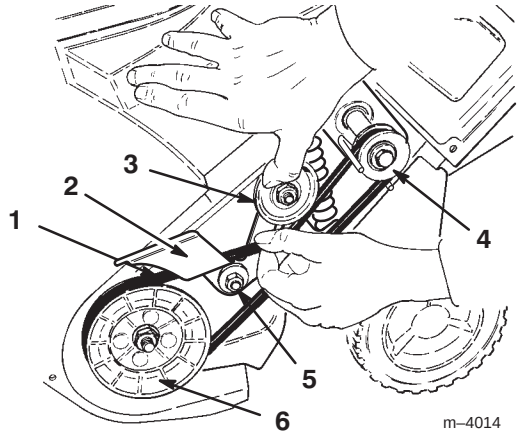

Figure 14
7. Loosen the idler pivot nut (Fig. 14).
8. Remove the old drive belt from the rotor pulley (Fig. 14).
9. Push down on the idler pulley to release the brake arm and pull the old drive belt out from behind the brake arm (Fig. 14).
10. Slide the old drive belt off the drive pulley (Fig. 14).
11. Loop the new drive belt around the drive pulley and behind the brake arm (Fig. 14).
12. While holding the new drive belt, slip it onto the rotor pulley and rotate the rotor with the other hand until it is completely on the rotor pulley (Fig. 14).
15. Torque the engine mounting nuts and the idler pivot nut (Fig. 14) to 170 to 200 in-lbs (19.2 to 22.6 N·m).